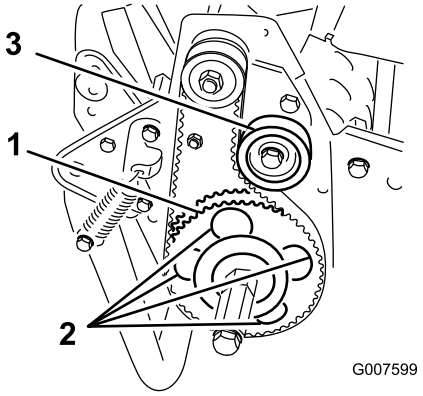

**Figura 48**
7. Rode a polia de transmissão até que os furos fiquem alinhados com os 4 parafusos flangeados dos rolamentos do rolo (Figura 48).
11. Ajuste a tensão da correia e aperte o parafuso de montagem da polia intermédia (Figura 48).